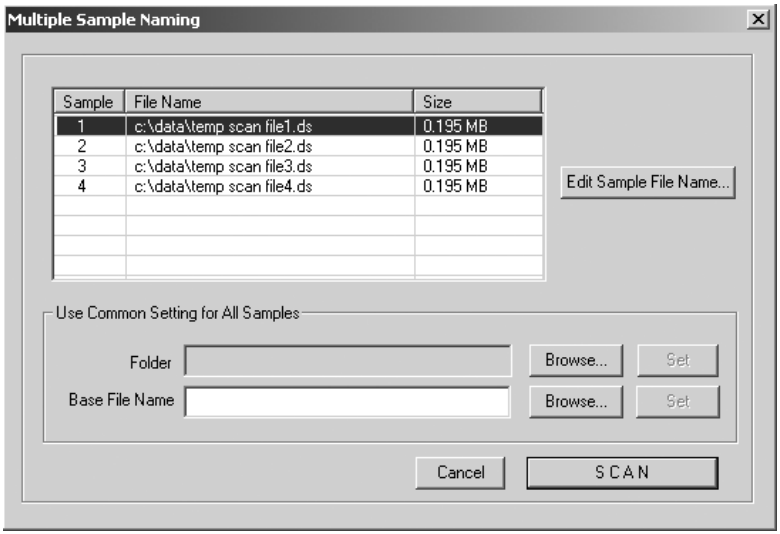

Figure 12-6. The Multiple Sample Naming window.
2. In the Scanner Control window, click the **Scan** button. The Multiple Sample Naming window appears (figure 12-6). Default file names appear for each sample.
3. In the Scanner Control window, click the **Scan** button. The Multiple Sample Naming window appears (figure 12-6). Default file names appear for each sample.